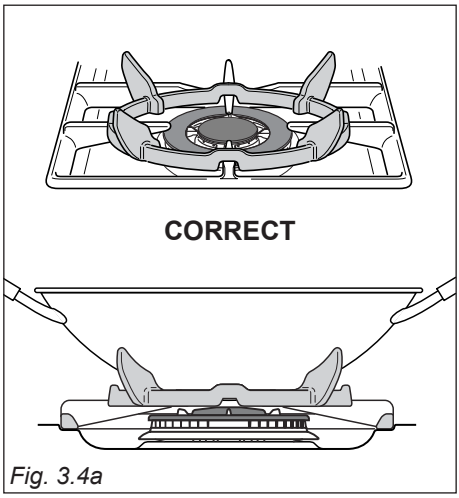
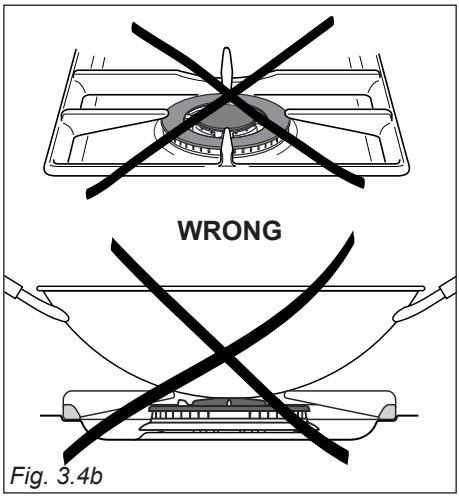
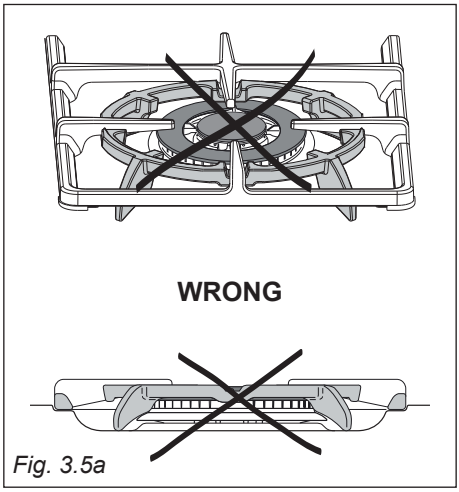

Fig. 3.4a
Fig. 3.4b
Fig. 3.5a
When using a WOK, the supplied wok stand **must** be placed onto the pan stand to avoid any faulty operation of the triple-ring burner (fig. 3.4a). The wok **should not** be placed directly onto the pan support without the use of the supplied wok stand (fig. 3.4b).
When using the wok stand it MUST ONLY BE PLACED over the pan support for the triple-ring burner (fig.3.4a). **Under no circumstances should the wok stand be placed under the pan supports** (figs 3.5a - 3.5b). Incorrect placement of the wok stand in this manner may impinge the flame resulting in incomplete combustion and give rise to harmful levels of Carbon Monoxide (CO).